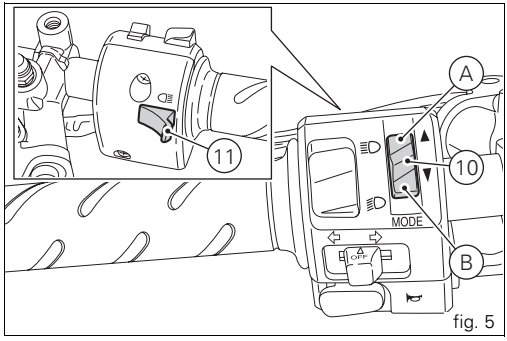

fig. 5
11) HIGH BEAM HEADLIGHT FLASHER SWITCH (fig. 5).